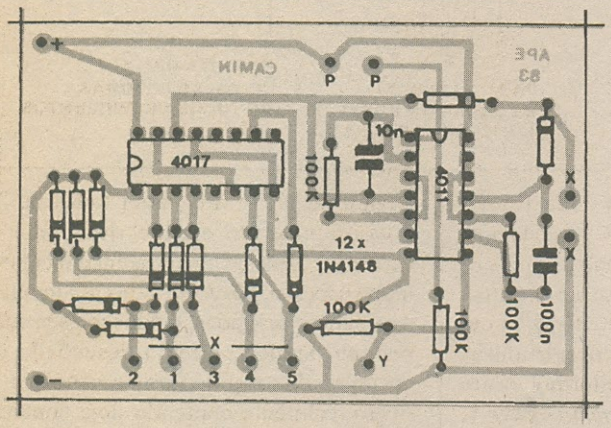
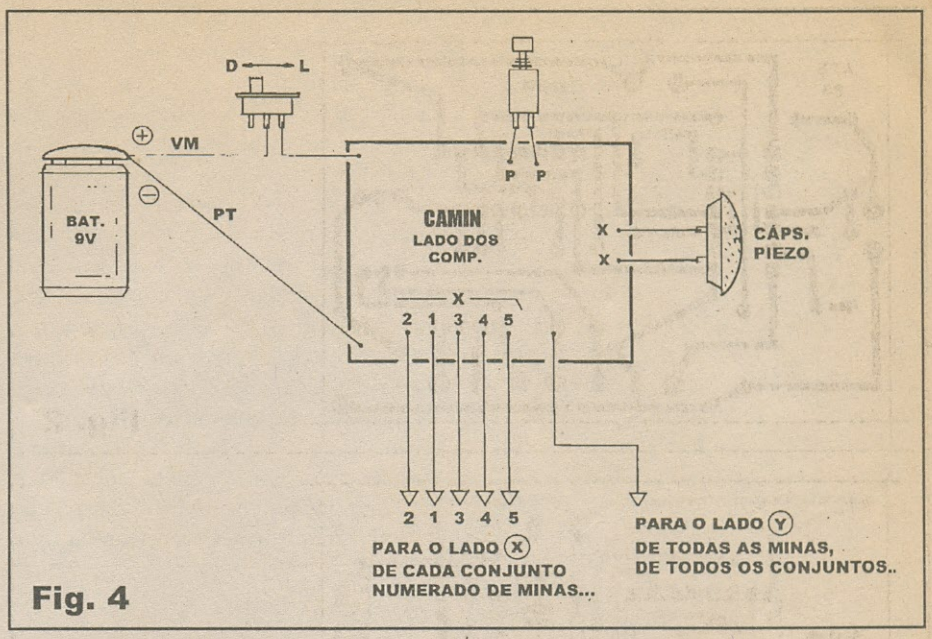

Fig. 3
Fig. 4
- FIG. 3 - *CHAPEADO* DA MONTAGEM - O *vulgo* "chapeado" é o apelido que aqui damos à visualização direta da face não cobreada do impresso, já com os componentes posicionados, estilizados de acordo com as normas adotadas pelos desenhistas de **APE** (e mais do que aprovadas pelos leitores/hobbystas, ao longo de 7 anos de publicação...). O diagrama também está em tamanho natural, facilitando a interpretação, comparação e conferência com os demais desenhos da presente montagem... Observar que vários componentes são polarizados, devendo ser posicionados no impresso rigorosamente nas orientação mostradas... É o caso dos dois integrados, cuja referência posicional é dada pelas extremidades marcadas, e também da dúzia de diodos, também orientados pelo posicionamento das suas extremidades de **catodo**, marcadas por anéis ou faixas em cor contrastante... Os demais componentes (resistores e
- FIG. 4 - CONEXÕES EXTERNAS À PLACA - A placa do impresso continua (como no diagrama anterior...) vista pela sua face não cobreada. Agora, porém, *invisibilizamos* de propósito os componentes já relacionados na **FIG. 3**, para que a interpretação fique mais fácil e direta... Interessa-nos, no momento, o conjunto de conexões entre a placa e o *mundo exterior*... A cápsula piezo deve ter seus terminais ligados aos pontos **X-X**, através de pedacinhos de fio isolado, fino e flexível... O *push-button* é ligado (também per cabinhos isolados finos...) aos pontos **P-P**... A alimentação deve ser conectada aos pontos **(+)** e **(-)**, que respectivamente recebem os cabinhos **vermelho (positivo)** e **preto (negativo)** vindos do *clip* de conexão à bateriazinha... Notar que o interruptor geral deve ser intercalado eletricamente no cabinho **positivo** da dita alimentação... Numa das laterais maiores da placa estão os pontos de ligação referentes às **importantíssimas** conexões aos grupos de minas das encruzilhadas, e que devem ser identificados cuidadosamente *antes* de se promover as soldagens... Observar o conjunto de 5 contatos numerados (de **1** a **5**) e englobados pela codificação **X**, que corresponde a *um dos lados* (eletricamente falando) de cada um
Conforme já foi dito, nem todos os 29 cruzamentos do campo de jogo são *mináveis*... Entretanto, para incrementar o fator suspense, *por fora*, todas as *encruzas* devem ficar parecidas, sendo representadas por um pequeno círculo desenhado no encontro dos segmentos de caminho, e invariavelmente contendo dois contatos elétricos, promovidos pelos dois pregos ou *percevejos* metálicos, conforme mostram os itens **A** e **B** da figura... Nas *encruzas não mináveis* (**A**) os dois *percevejos* metálicos estão *apenas lá*, para *fazer presença*, porém *sem quaisquer conexões elétricas internas*... Já nas *encruzas mináveis* (**B**) os contatos metálicos devem ser internamente ligados aos conjuntos de fios provenientes dos respectivos pontos da placa (**FIG. 4**), devendo as conexões obedecerem ao disposto no diagrama esquemático (**FIG. 1**). As fichas de jogo